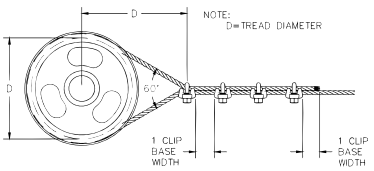

Figura 4
4. Si se utiliza una polea en lugar de un guardacabo, añada una grapa adicional. La distancia de las grapas debe ser la que se indica en el dibujo. (Ver Figura 4).